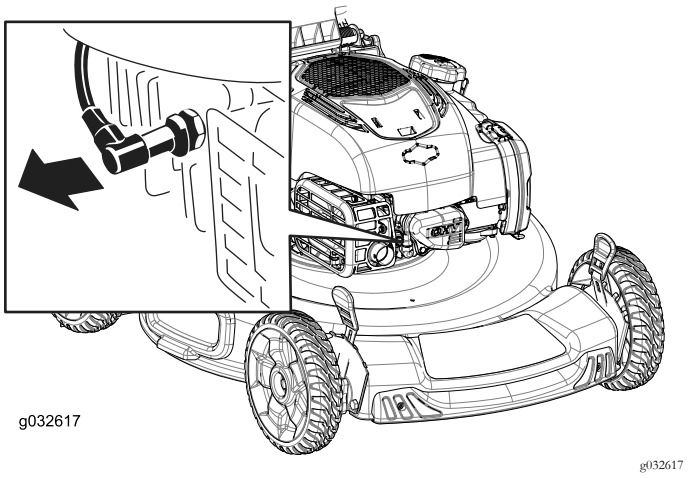

Rysunek 32
2. Odłącz przewód od świecy zapłonowej (Rysunek 32).